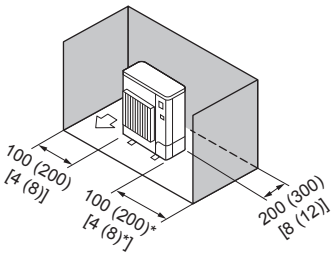

Fig. 2-8
③ Obstacles uniquement à l’arrière et sur les côtés (Fig. 2-8)